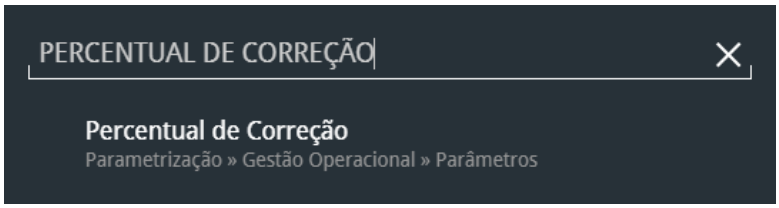

Figura 68: Caminho
2. Digite **Percentual de Correção** na barra de pesquisa (Figura 68) e selecione o resultado correspondente.